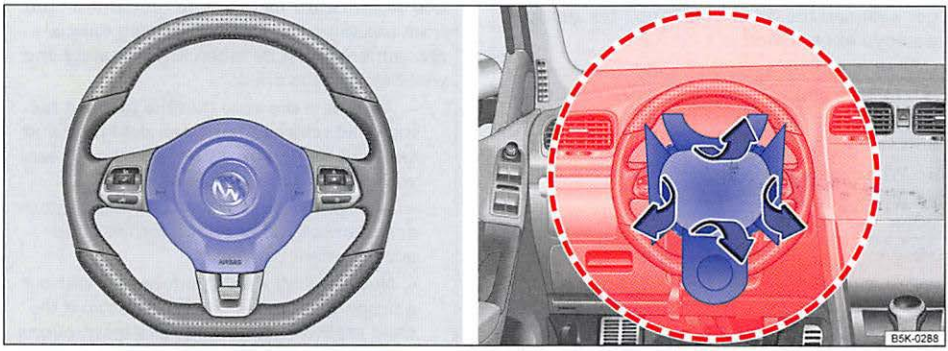
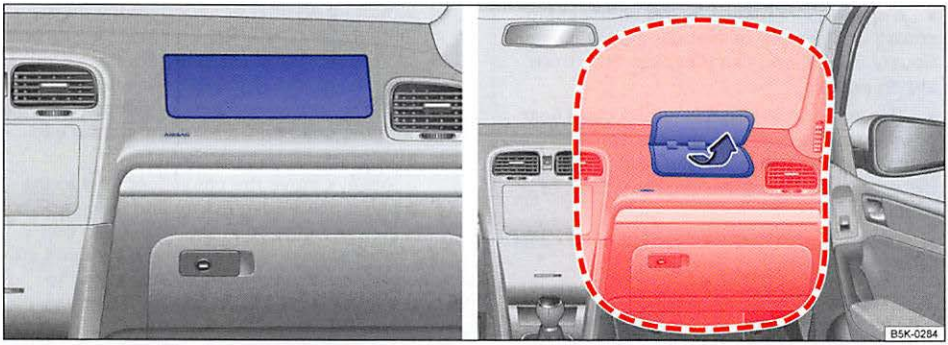

Fig. 59 Location and deployment zone of the driver front airbag.
Fig. 60 Location and deployment zone of the passenger front airbag. ▶
The vehicle is equipped with an Advanced Airbag System in compliance with the United States Federal Motor Vehicle Safety Standard (FMVSS) 208 or the Canada Motor Vehicle Safety Standard (CMVSS) 208 applicable at the time your vehicle was manufactured. The airbag for the driver is in the steering wheel hub ⇒ fig. 59 and the airbag for the front passenger is in the instrument panel ⇒ fig. 60. The general location of the airbags is marked "AIRBAG".
The areas marked in red (dotted lines) ⇒ fig. 59 and ⇒ fig. 60 indicate the airbag deployment zone. Never place or attach accessories or other objects (such as cup holders, telephone brackets, note pads, navigation systems, large, heavy or bulky objects) on the doors, on the windshield, over or near the area marked in red (dotted lines).
- Never place accessories or other objects (such a cup holders, telephone brackets, notepads, navigation systems, or things that are large, heavy, or bulky) on the doors or attach them to the doors; never place them over or near the area marked "AIRBAG" on the steering wheel, instrument panel, or seat backrests, or between those areas and someone in the vehicle ⇒ fig. 59, and ⇒ fig. 60. Such objects could cause serious injury in a collision, especially if an airbag inflates.